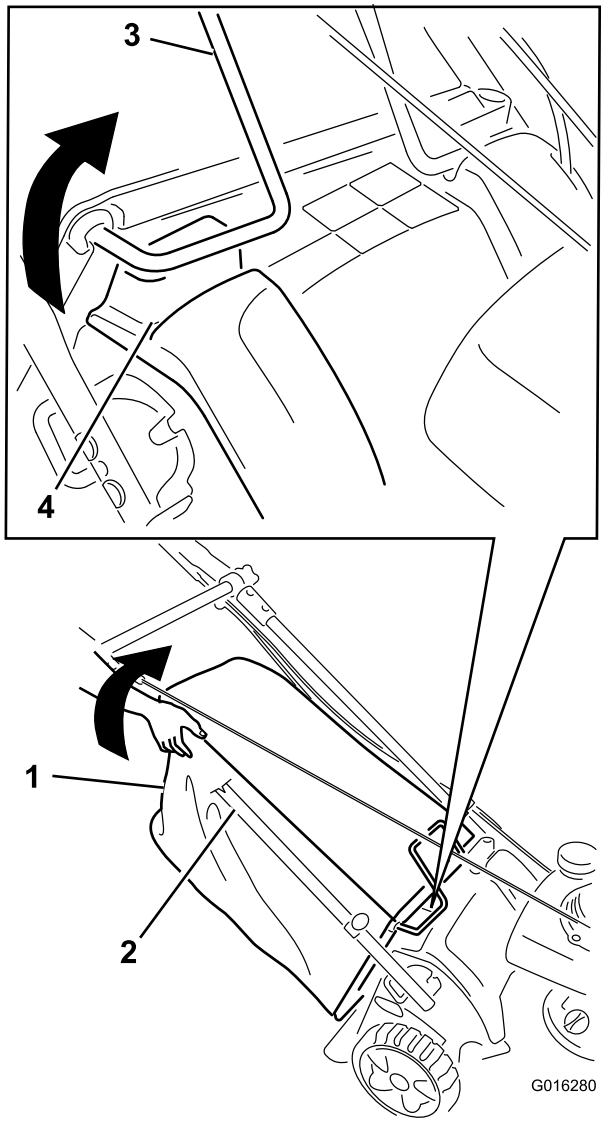

Figuur 52
5. Terwijl de motor draait tilt u de rechterachterhoek van de grasvanger op tot het frame bovenaan rechts aan de voorkant van de grasvanger volledig uit de rechtergleuf is getild (Figuur 52). **De motor moet afslaan.**